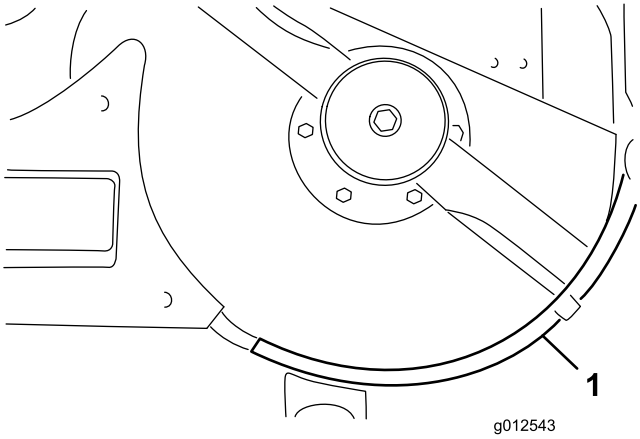

Figur 15
10. Fäst den vänstra hyllan vid däcket med två skruvar (1/4-20 x 1 tum), en skruv (1/4-20 x 3/4 tum) och tre låsmuttrar (Figur 15). Placera skruvhuvudena på insidan av däcket.